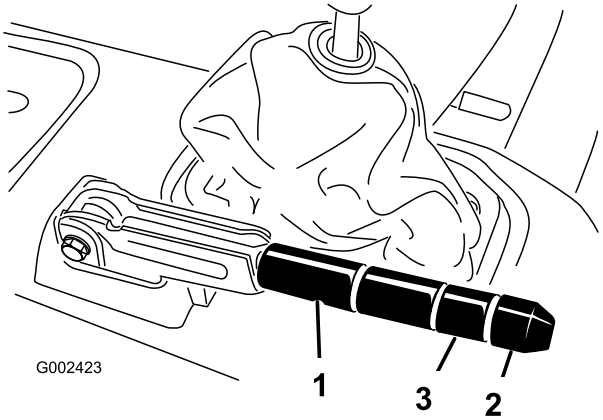

Figur 61
2. Løsne setteskruen som festen knotten til parkeringsbremsespaken (Figur 61).